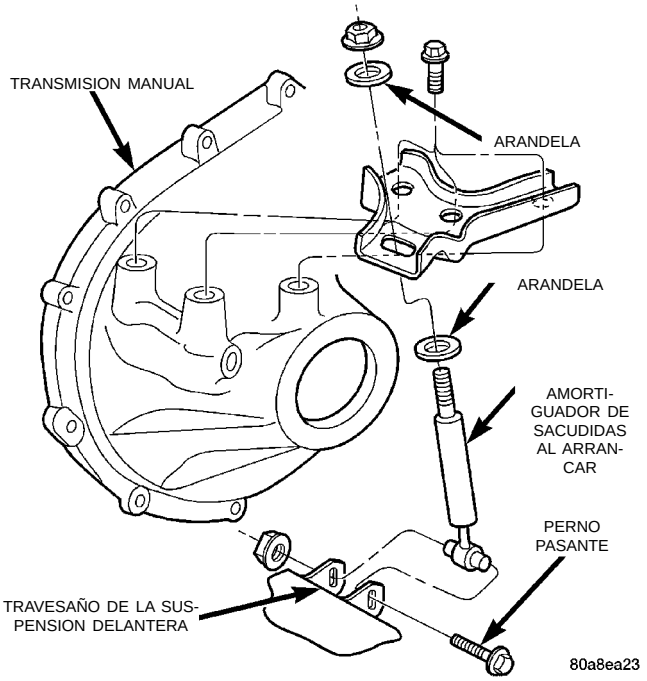

Fig. 16 Amortiguador de sacudidas al arrancar
(1) Retire el perno pasante y la tuerca del travesaño de la suspensión delantera (Fig. 16).
(2) Retire la tuerca y las arandelas del amortiguador. Retire el amortiguador.
(3) Retire la ménsula del amortiguador de sacudidas al arrancar, si fuese necesario.
(4) Para efectuar la instalación, invierta el procedimiento de desmontaje. Ajuste todos los pernos y las tuercas con una torsión de 54 N·m (40 libras pie).